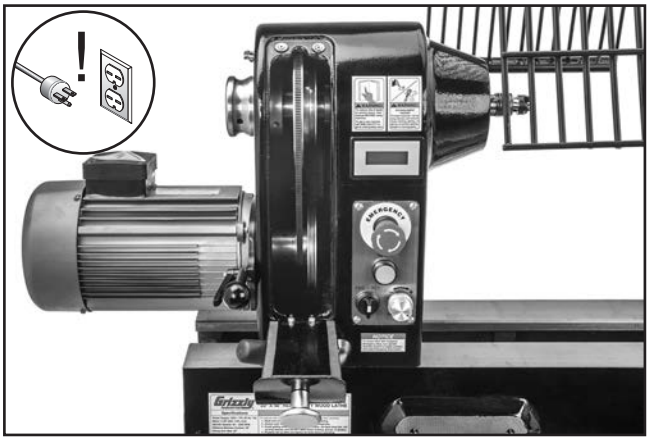

Figure 40. Belt access cover removed.
2. Open belt access cover, as shown in **Figure 40**.